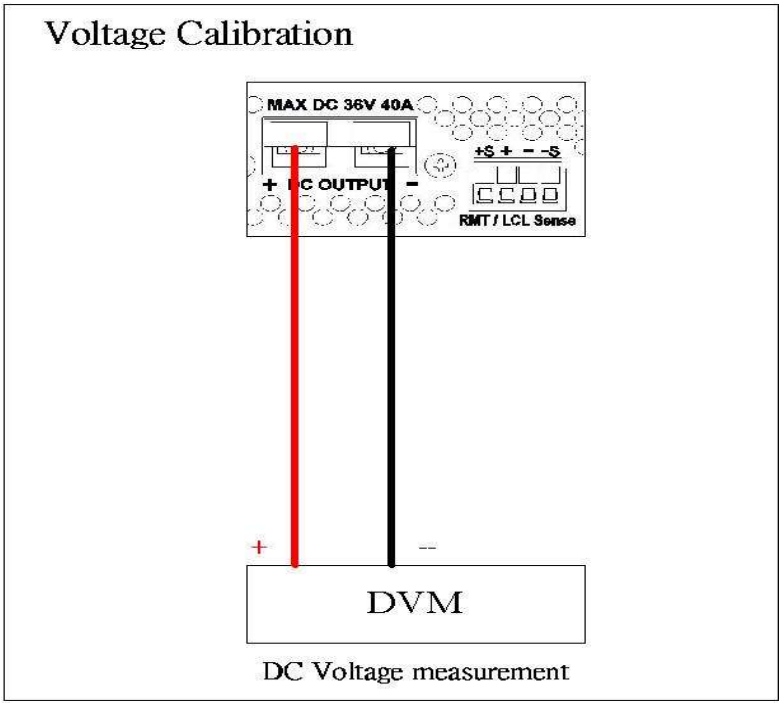

Figure 1
A. Connect power supply output terminal to DVM (as shown in Figure 1 below). Turn on the supply. Once the unit enters the main page, press MENU and select "8. Calibration" and key in password "13579" to enter the following calibration menu screen: